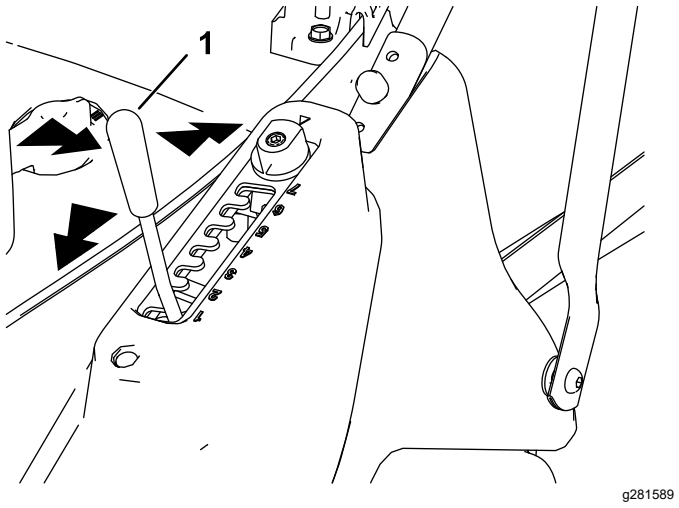

Figuur 12
1. Trek de maaihoogtehendel opzij uit de inkeping (Figuur 12).
2. Druk de hendel naar voren om de maaihoogte te verkleinen of naar achteren om deze te verhogen (Figuur 12).
3. Laat de hendel los als de gewenste instelling bereikt is en controleer of de hendel in 1 van de 7 inkepingen geborgd wordt (Figuur 12).